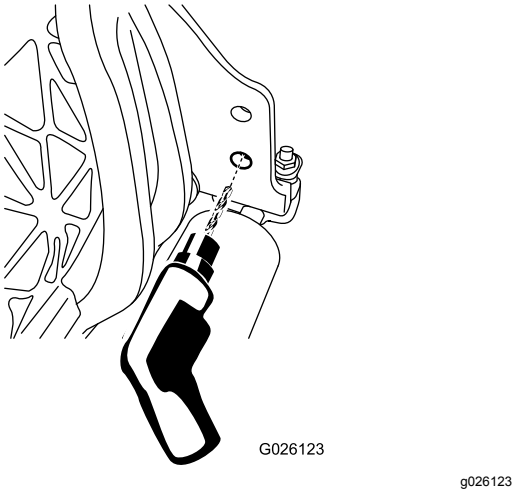

Rysunek 5
1. Powiększ dolny otwór w prawej stronie zespołu tnącego za pomocą wiertła 9 mm (Rysunek 5).